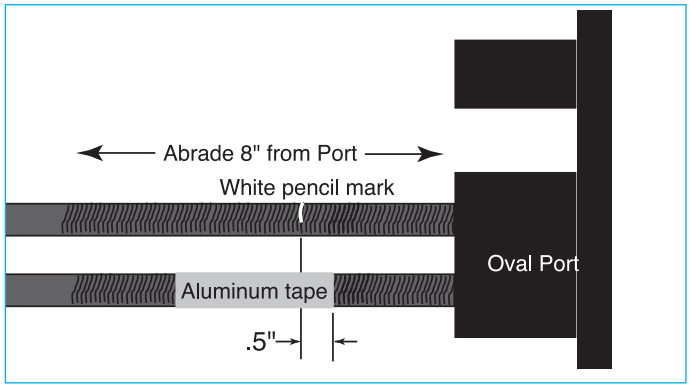

Figure 30.
9.4.5 Wrap one lap of aluminum tape around each cable. The edge of the tape closest to the closure should be 1/2" inside the white mark on the cable as shown in Figure 30.